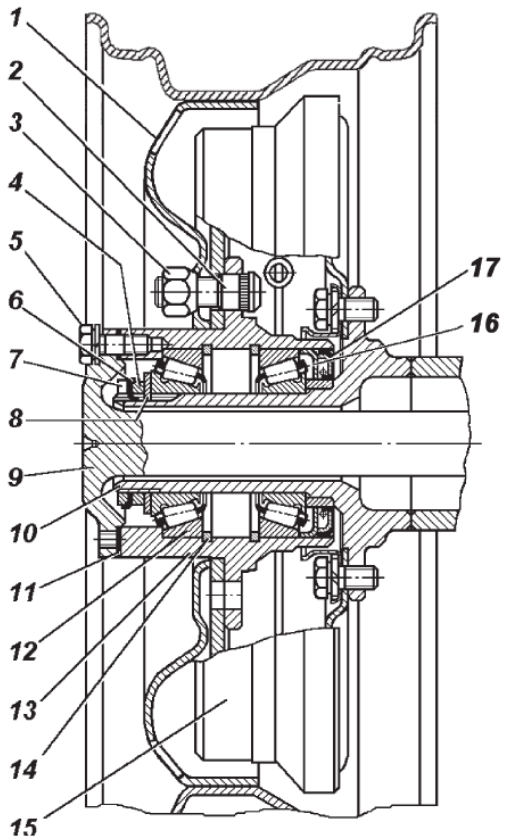

Abbildung 9.31. Radnabe des Hinterrades:
2. Entfernen Sie die Radabdeckung. Nehmen Sie die Achswelle 9 der Hinterachse heraus (Abbildung 9.31) oder entfernen Sie den Mitnehmerflansch der Vorderachse.